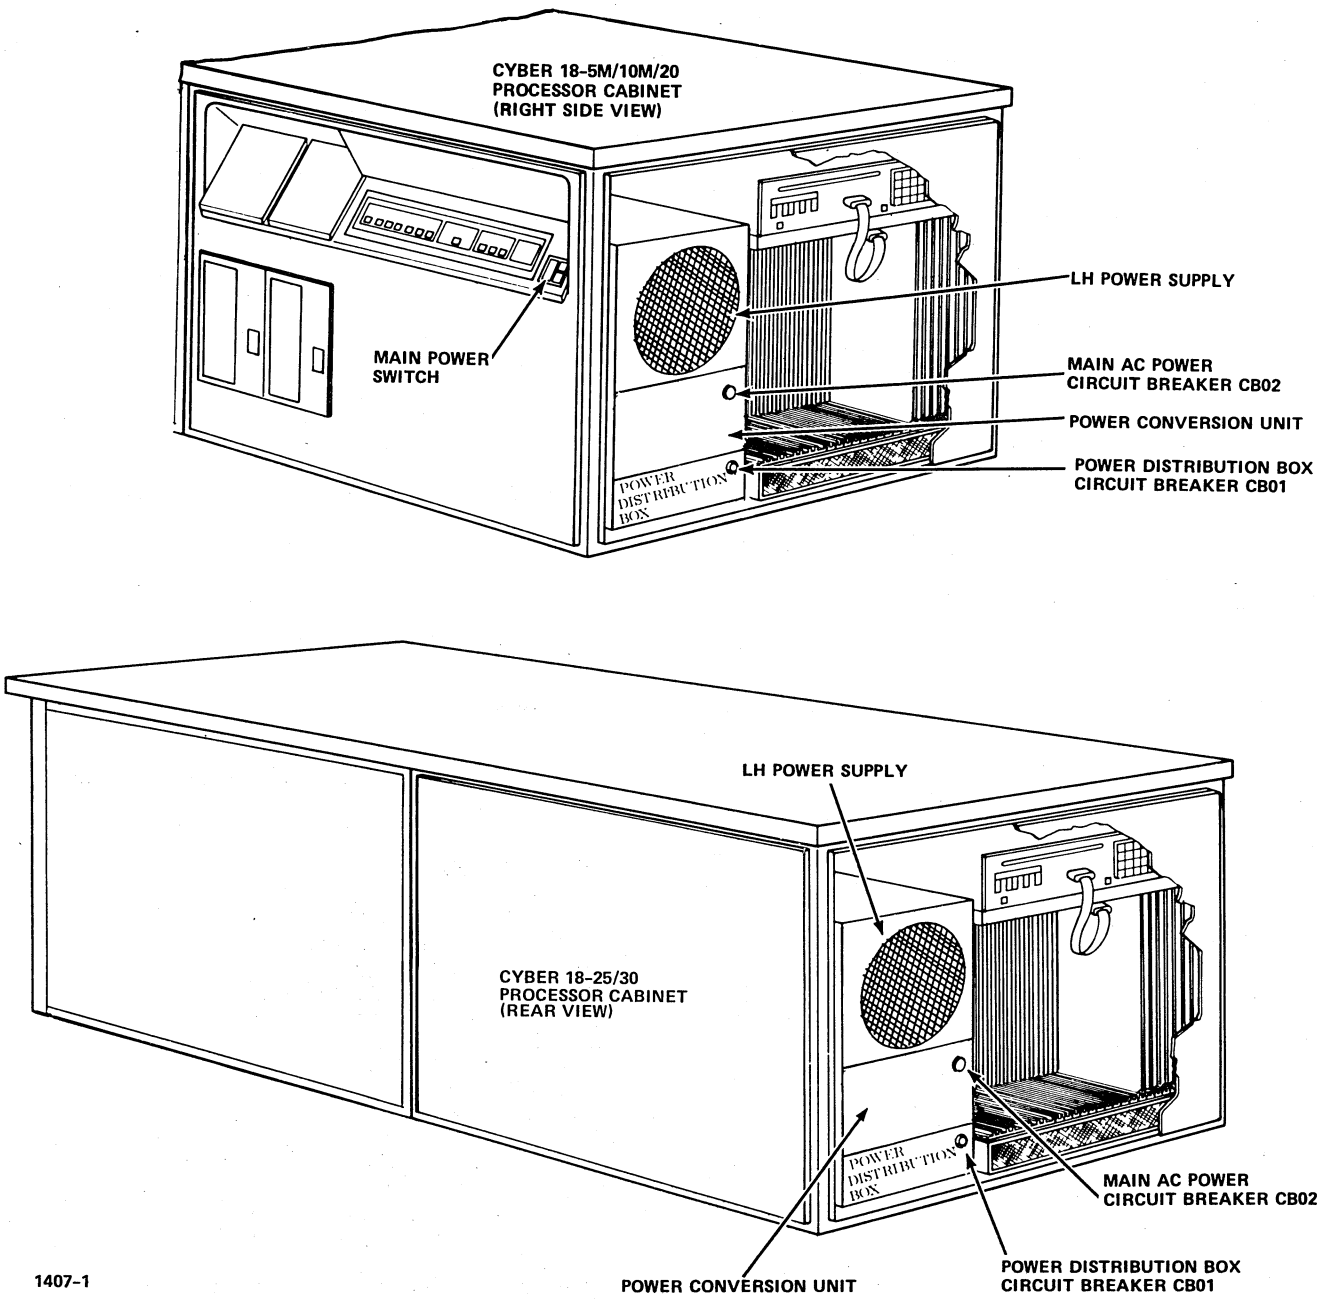

Figure 27-1. Processor Chassis Equipment Locations
3. Remove the outer cabinet skins, and open the panels necessary to gain access to the processor power distribution box. Refer to figure 27-1.
10. Position the transformer channel cover (part number 96752775) over the power distribution box with the open side facing out. Install two no. 6 screws (part number 96744965) in the back bottom of the channel. Refer to figure 27-1 for relative location.